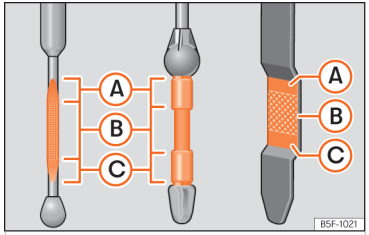

Abb. 185 Ölmessstab
Legende zur ››› (Abb. 185):
- Den Messstab anschließend wieder herausziehen und den Ölstand ablesen ››› (Abb. 185). Füllen Sie gegebenenfalls Motoröl nach.
- Wenn der Ölstand mindestens den Bereich ››› (Abb. 185) Ⓑ erreicht hat, vorsichtig den Deckel des Einfüllstutzen aufschrauben ››› ⓘ.